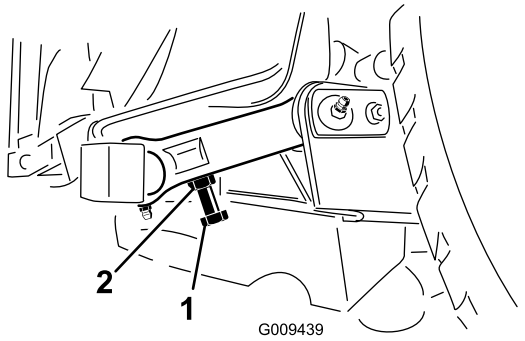

Figur 28
3. Använd justerbulten på klippenhetens bakre svänglänk för att justera avståndet (Figur 28). Lossa kontramuttern på justerbulten. Lossa eller dra åt justerbultarna tills spelet är 10–16 mm, och dra sedan åt kontramuttern.